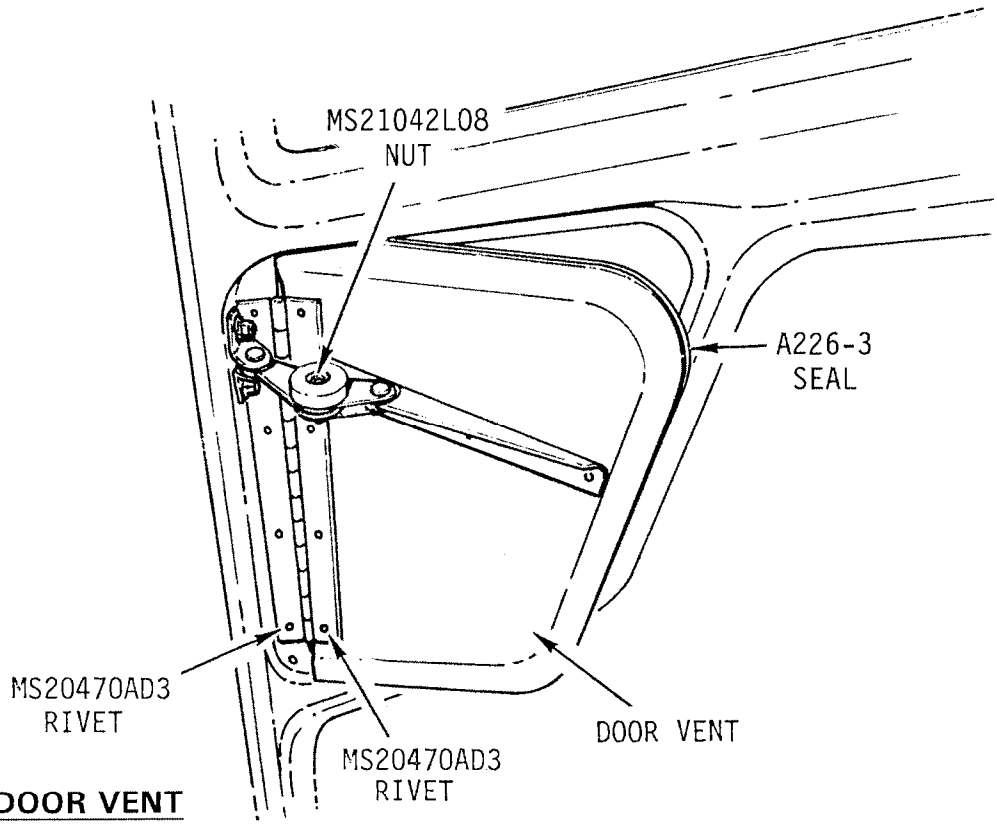

FIGURE 11-3 DOOR VENT
11.230 Door Vent (See Figure 11-3)